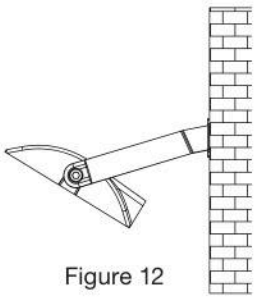

Figure 12
STEP 3: Secure the yoke to the mounting surface with screws (Figure 12).
ÉTAPE 3: Fixez l'étrier à la surface de montage à l'aide de vis (Figure 12).